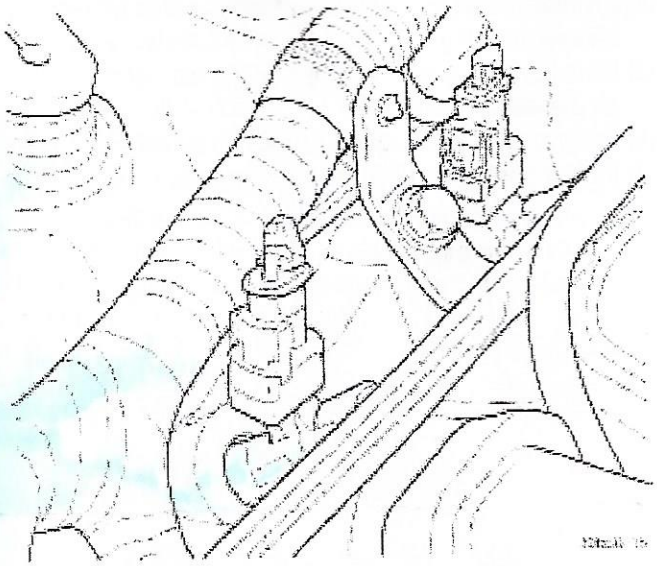
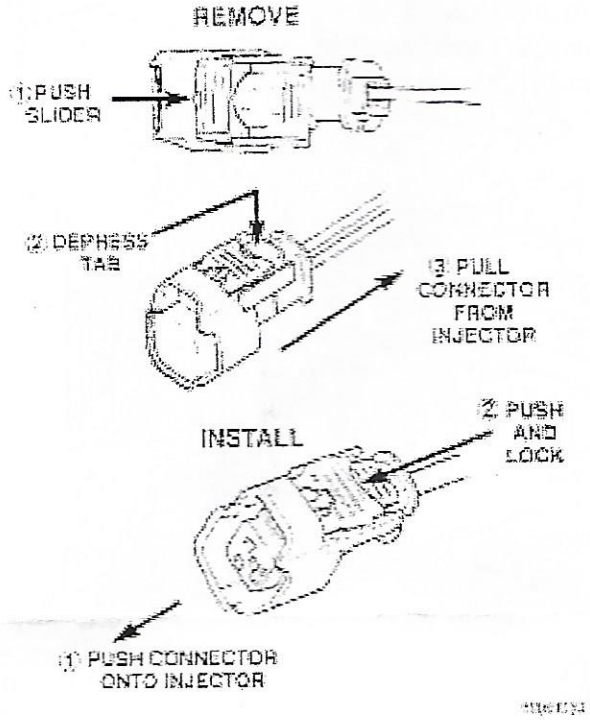
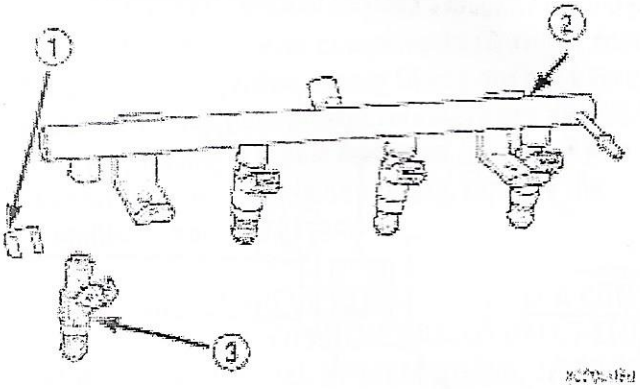
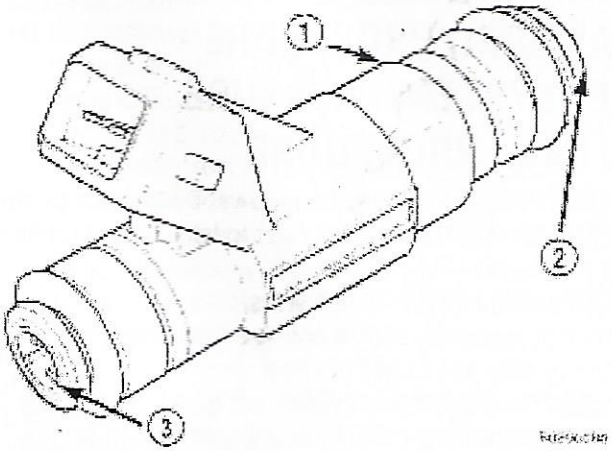

Fig. 6 Fuel Injectors
Fig. 7 Remove/Install Injector Connector
Fig. 9 Fuel Injector Retainer
Fig. 10 Fuel Injector O-Rings
(5) Disconnect electrical connectors at the fuel injectors (Fig. 6). To remove connector refer to (Fig. 7). Pull the red colored slider away from injector (1). While pulling the slider, depress tab (2) and remove connector (3) from injector. The factory fuel injection wiring harness is numerically tagged (INJ 1, INJ 2, etc.) for injector position identification. If harness is not tagged, make note of wiring location before removal.
(6) Remove fuel rail mounting screws.
(7) IMPORTANT: Remove all excess dirt around injector base to intake manifold.
(8) Lift rail off of intake manifold. Cover the fuel injector openings in the intake manifold.
(9) Remove fuel injector retainer (Fig. 9).
(10) Pull injector out of fuel rail.
(1) Apply a light coating of clean engine oil to the upper O-ring (Fig. 10).
(2) Install injector in cup on fuel rail.
(3) Install retaining clip.
(4) Apply a light coating of clean engine oil to the O-ring on the nozzle end of each injector.
(5) Insert fuel injector nozzles into openings in intake manifold. Seat the injectors in place. Tighten fuel rail mounting screws to 22.5 N·m ±3 N·m (200±30 in. lbs.).
(6) Attach electrical connectors to fuel injectors (Fig. 7). Refer to the fuel injector connector section for electrical connector installation.